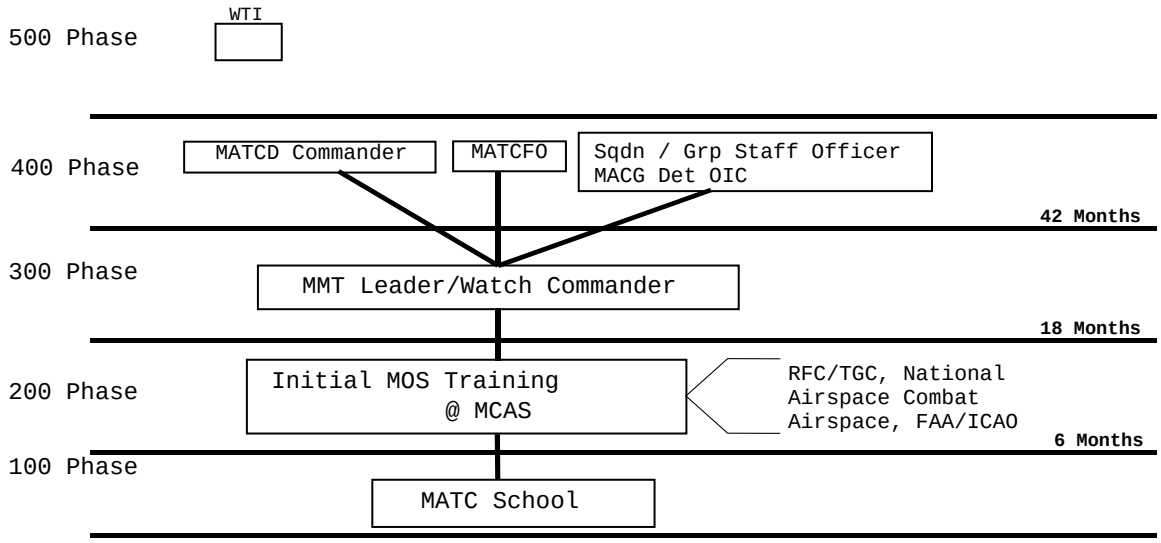

Figure 1-1.-—MATCO Progression Model
c. The MATCO progression model (fig. 1-1) provides a clear **logical progression of qualifications** within a unit. The emphasis of this model is on personnel qualifications in Core Skill Basic and Core Skill Advanced stages; with this model, training officers have the guidance needed to produce viable training plans. Units should use the model as a point of